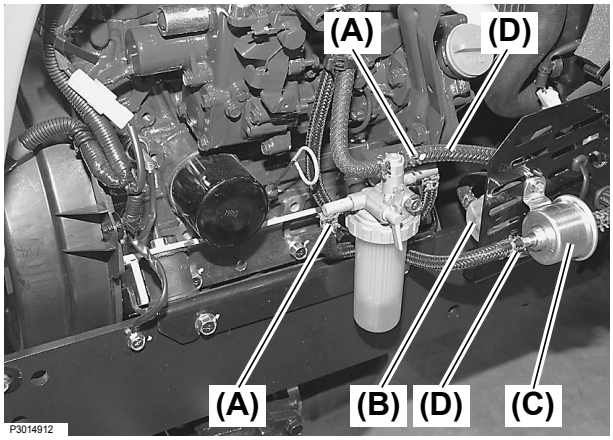
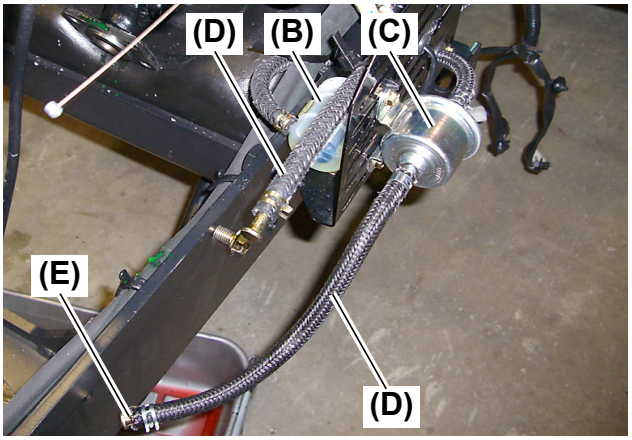

Fig. 8
Fig. 9
20. Remove the hose clamp **(Fig. 8, (A))** from the fuel hose **(Fig. 8, 9, (D))** at the fuel filter assembly **(Fig. 8, 9, (B))** from the fuel feed pump **(Fig. 8, 9, (C))**. Plug the line with a 0.32 in. (8 mm) pin **(Fig. 9, (E))**.
21. Remove the fuel hose clamp **(Fig. 8, (A))** from the fuel hose **(Fig. 8, 9, (D))** at the upper nipple of the fuel filter assembly. Plug the fuel hose with a 0.32 in. (8 mm) pin **(Fig. 9, (E))**.